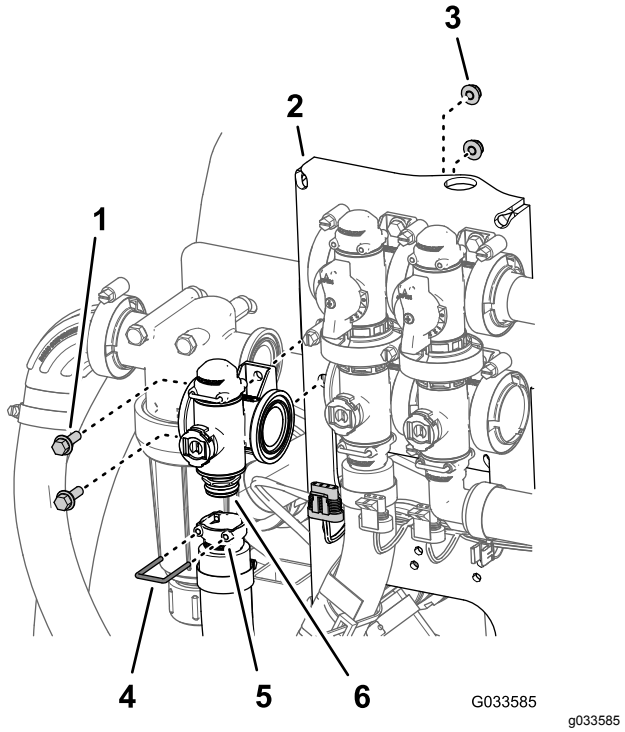

Figuur 111
2. Verwijder de borgclip waarmee de uitgaande fitting aan de verdelerkoppeling voor de regelklep voor de gebruiksdosis is bevestigd (Figuur 111).
3. Verwijder de 2 flenskopbouten (¼" x ¾") en 2 flensborgmoeren (¼") waarmee de regelklep voor de gebruiksdosis is bevestigd aan de klepbevestiging en verwijder de verdeler uit de machine (Figuur 111).